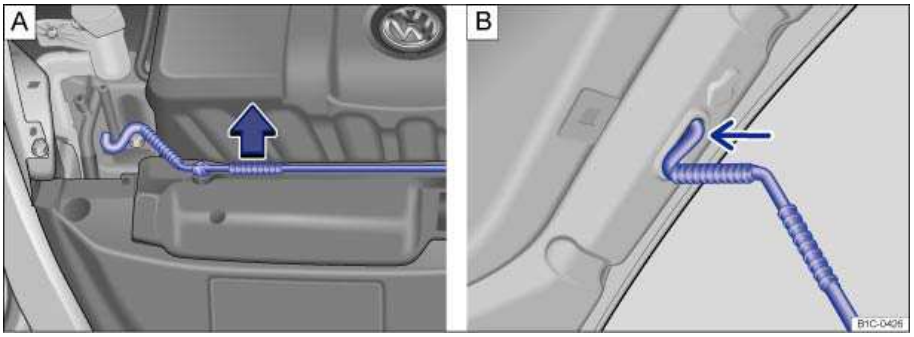

Fig. 141 A: In the engine compartment: Bracket for hood support. B: Hood propped open.
- Pull the hood support out of its bracket in the direction of the arrow ⇒ fig. 141 **A** and insert it into the opening in the hood ⇒ fig. 141 **B** (arrow).
- Take out the hood support and clamp it in place in its bracket ⇒ fig. 141 **A**.